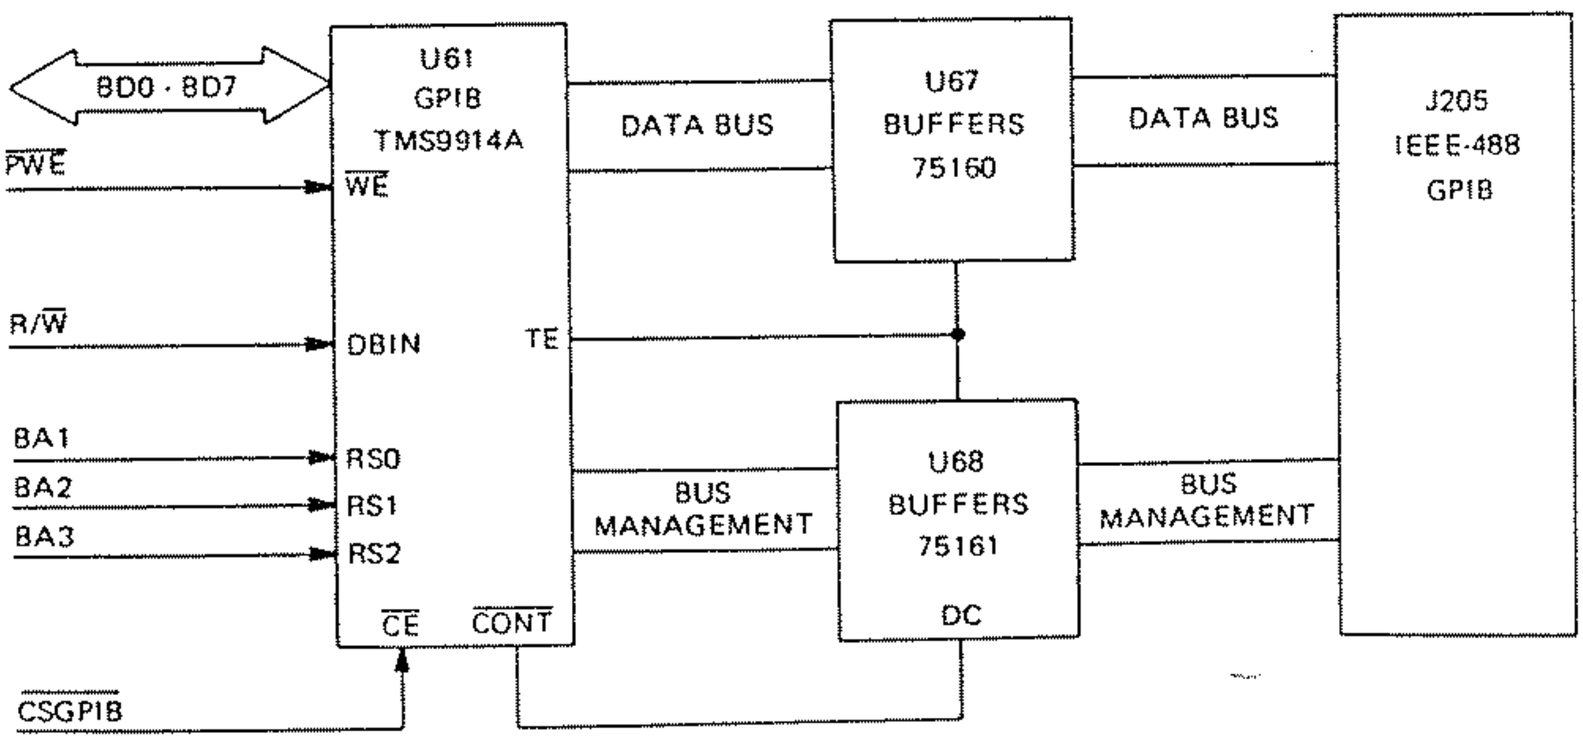

Figure 5.21 - Simplified Diagram for the GPIB Block
5.3.12.1.1 Refer to Figure 5.21. The GPIB block for the 1995/1996 consists of only three chips. These include the general interface bus controller (Texas Instruments TMS9914A) and two bus transceivers (75160 and 75161). These provide the necessary interface between the IEEE-bus and the GPIB controller.
5.3.12.1.4 Refer as required to Figure 5.21 which provides a block diagram showing the interfacing of the microprocessor and the GPIB block.